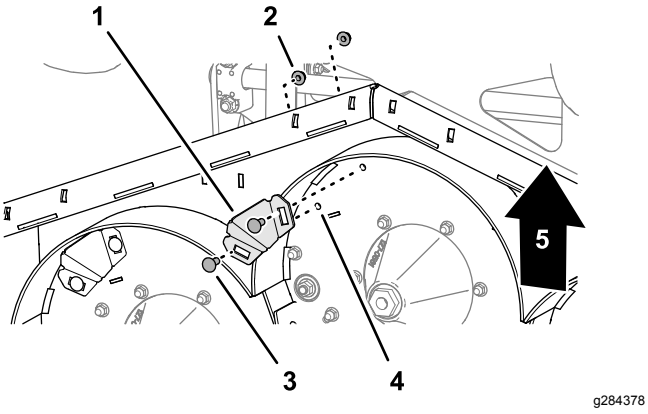

Figure 37
2. At the bottom, center side of the mower deck, remove the 2 carriage bolts (3/8 x 1 inch) and 2 flange locknuts (3/8 inch) that secure the kicker fitting to the deck, and remove the kicker fitting (Figure 37).